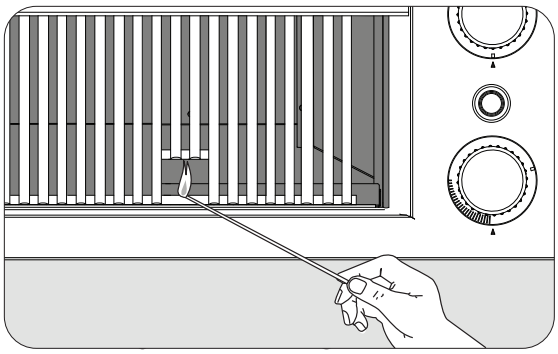

Fig. 32-2 **- Éclairage manuel**
2. Insérez soit un allumeur au butane brûlant à long canon, soit un allumeur à longue tige brûlante dans l'ouverture de la grille de cuisson vers le haut du brûleur (Fig. 32-2).
4. Si le brûleur ne se allume pas dans les **cinq (5) secondes** de tourner le bouton de commande, enfoncez immédiatement le bouton et tournez la valve à AU LOIN. ATTENDEZ CINQ (5) MINUTES avant de répéter les étapes 2 à 4 des instructions manuelles d'éclairage.